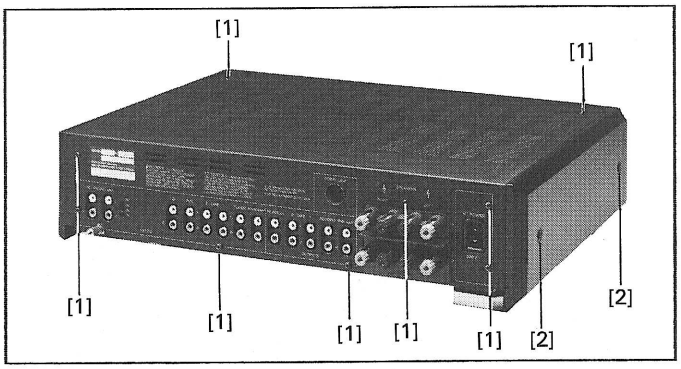

Fig.2.1
- An Ober- bzw. Rückseite 9 Schrauben (1) entfernen (Fig.2.1).
- Je 2 Schrauben (2) lösen (Fig.2.1).